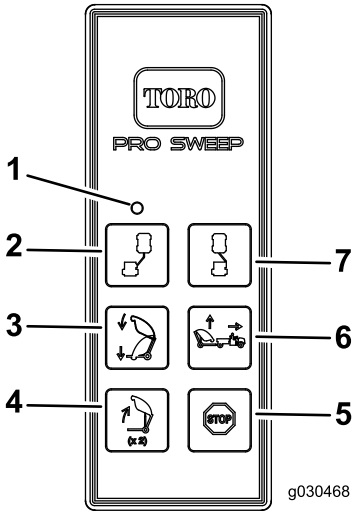

Figur 27
2. Trykk på knappen for tømming av beholderen i ett sekund, slipp knappen i ett sekund og trykk på knappen for tømming av beholderen igjen (Figur 27).